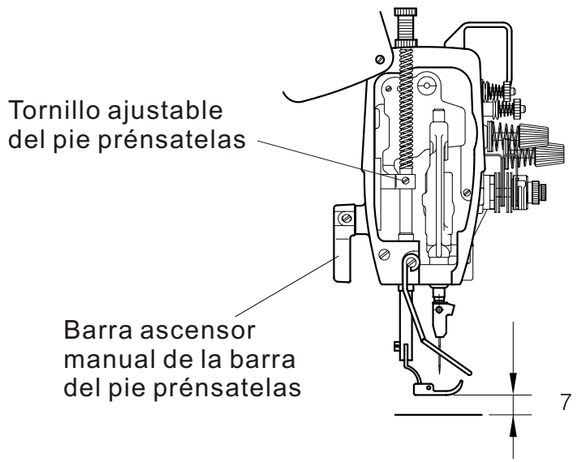

Fig. 11
(1) Afloje la presión del ajuste del tornillo, y levante la rosca. Después, afloje el tornillo ajustable del pie prénsatelas.
(2) Ajuste la barra de arriba abajo para que la parte inferior del pie prénsatelas este a 7mm de la superficie de la placa aguja. Finalmente, ajuste tornillo ajustable del pie prénsatelas. (Fig. 11)